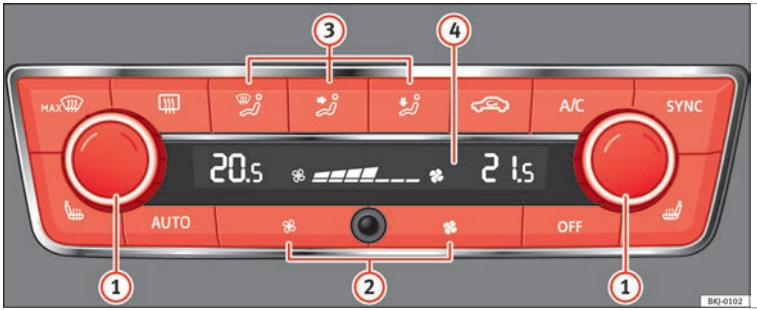

**Fig. 176** Climatronic: controls.
- Adjust fan power to zero ›› **Fig. 176** ② or press the **OFF** button.
- Press the button **AUTO** ›› **Fig. 176**.
• When you switch on the ignition, control (1) ››› **Fig. 176** can be used to set the required interior temperature.
• Press the button MAX ››› **Fig. 176**.